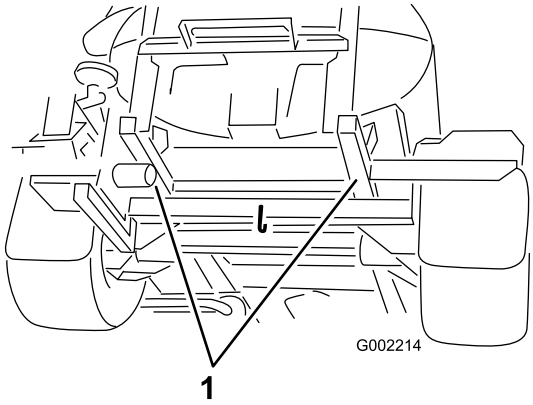

Figur 28
2. Fastgør et slæbetov på stellet. Se forreste og bageste trækpunkter i Figur 27og Figur 28.